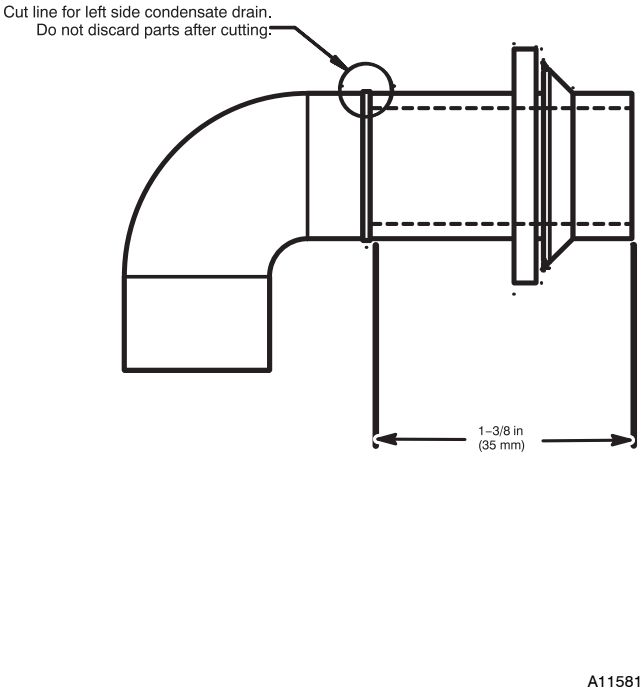

Fig. 15 – Modify Rubber Drain Elbow
3. The Z-pipe is connected to the condensate trap and the outside of the furnace by modifying the formed rubber drain elbow as shown in Fig. 15.
4. Remove the formed grommet from the rubber drain elbow by cutting the elbow along the vertical line located about 1-3/8 in. (35 mm) away from the formed grommet. See Fig. 15. **DO NOT DISCARD THE FORMED GROMMET OR THE RUBBER ELBOW**. Both of these pieces will be used.
TIP FROM CONTRACTORS: When installing the furnace horizontally, use the entire drain elbow (that is, do NOT cut as shown in Fig. 15 to connect the trap to the drain line. This helps to prevent bumps and shocks to the drain line from damaging the furnace drain trap. Avoid misalignment of the drain pipe which may cause kinks in the elbow.